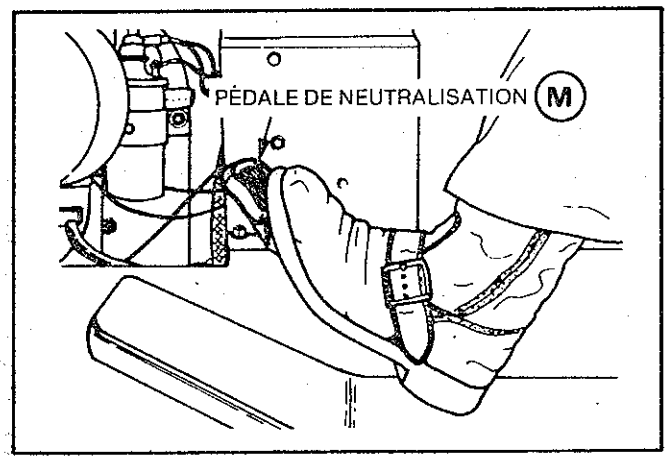

FIGURE 3
Pour tout arrêt d'urgence, vous pouvez utiliser la pédale de neutralisation et la pédale de frein, voir figure 3. Lorsqu'on appuie sur la pédale de neutralisation, le levier du variateur hydrostatique revient au "POINT MORT" (N) à partir de la marche avant ou de la marche arrière, il vous faudra alors appuyer sur la pédale de frein pour arrêter le tracteur si le déplacement continue.